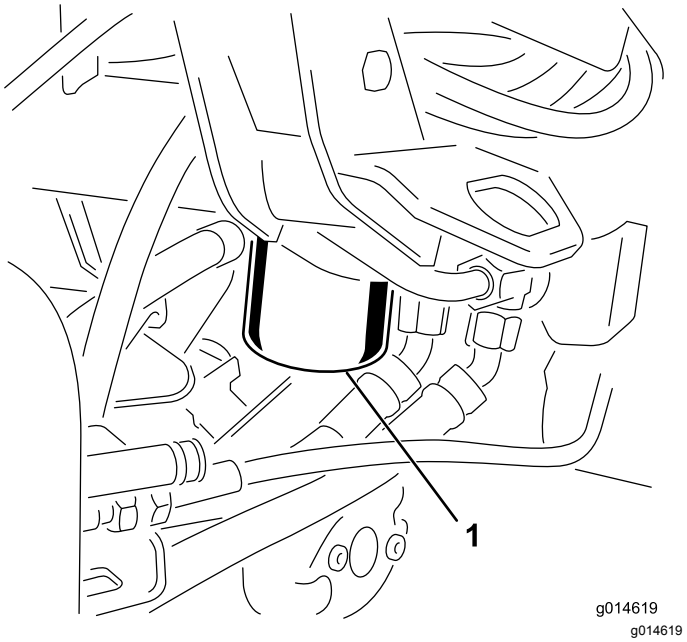

**Rysunek 44**
1. Wyczyścić obszar wokół mocowania filtra (Rysunek 44). Umieścić miskę pod filtrem i usunąć filtr.